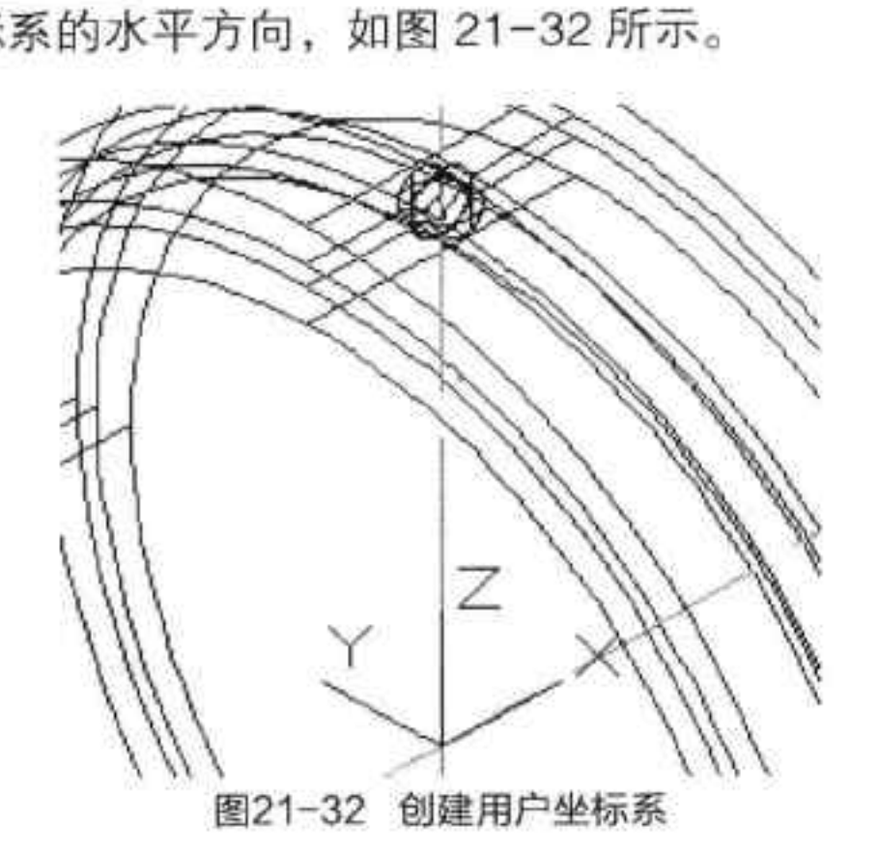

图21-32 创建用户坐标系
Step 17 在命令行中输入“UCS”命令，确定坐标系的水平方向，如图 21-32 所示。